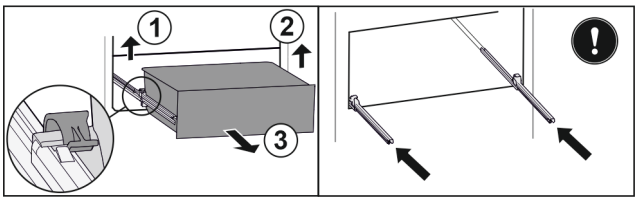

Fig. 114
▶ Lyft vänster klämma och dra samtidigt utdragslåda till vänster framåt. *Fig. 114 (1)*
▶ Lyft höger klämma och dra samtidigt utdragslåda till höger framåt. *Fig. 114 (2)*
▶ Ta ut utdragslåda genom att dra den framåt. *Fig. 114 (3)*